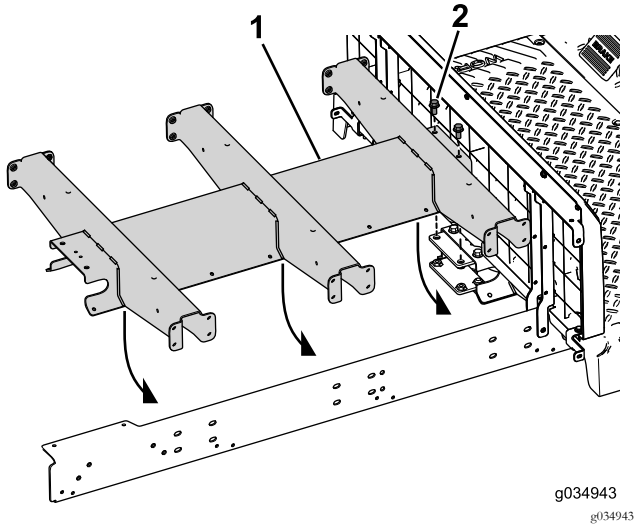

Bild 24
4. Setzen Sie die zwei Schrauben (3/8" x ¾") durch den mittleren Kanal und die hintere Befestigung ein (Bild 24).